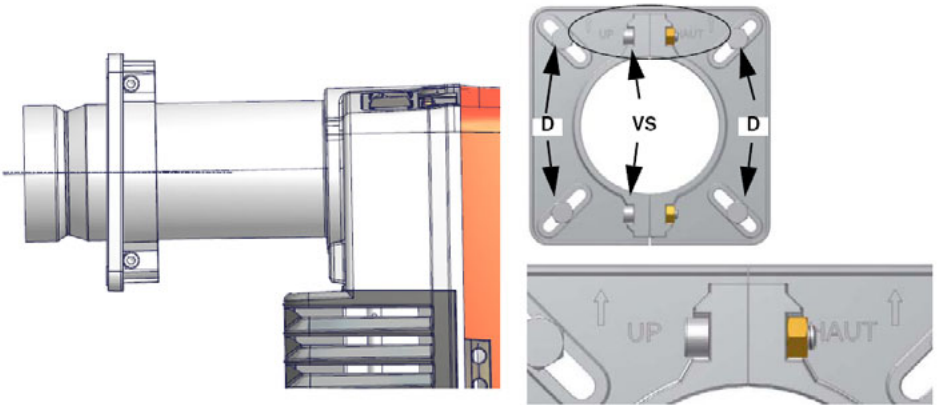

Fig. 2
Trazar, en el diagrama "Campo de aplicacion" del quemador (Fig. 2) una rectal vertical en correspondencia con la potencia del fuego y una recta horizontal en correspondencia con el valor de presión que interesa.
4. según el dibujo referido en la Fig. 2, fijar la brida a los tornillos de unión a la caldera con las tuercas D, sin apretarlas completamente